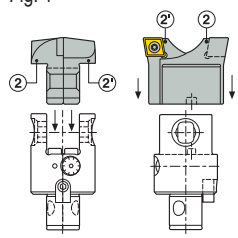

Fig. 2
Simultaneously introduce both insert holders (2) and (2') into the head by locating the grooves onto the adjusting tenons (Fig. 2).